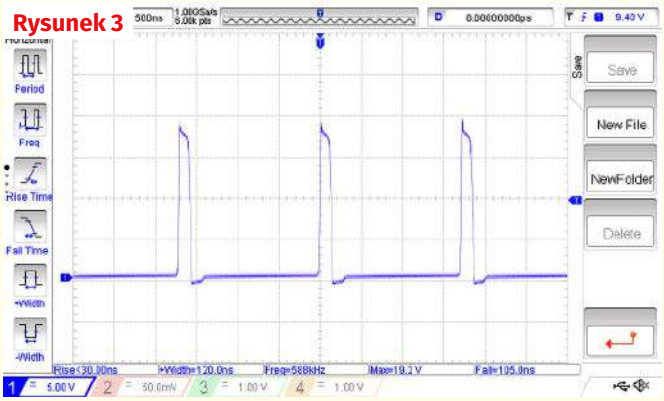

Rysunek 3
*odłączonej diodzie LED i napięciu wejściowym wynoszącym 1,3 V. Okazało się, że tych warunkach przetwornica generuje wąskie impulsy o amplitudzie rzędu 19 V (**rysunek 3**). Można więc wnioskować, że układ posiada zabezpieczenie przed samozniszczeniem na skutek indukowania się wysokich napięć, którego pozbawiony jest oryginalny Joule thief.*